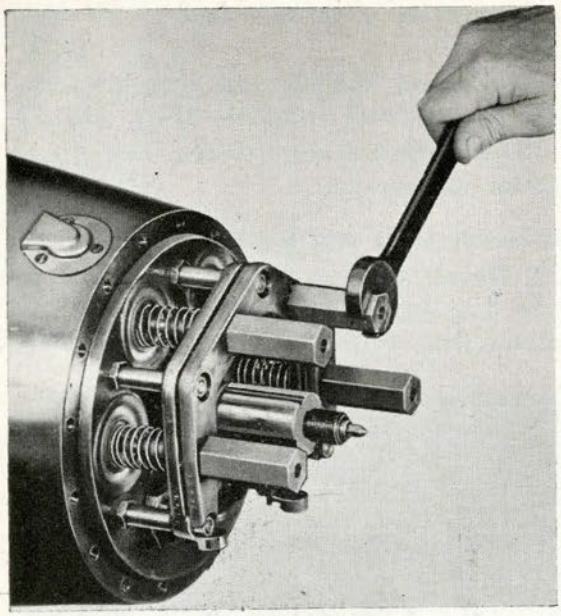

Figure 315
2. Remove propeller-shaft guide tool; force grease (G) through after propeller shaft until it appears around bushings between shafts, and replace grease packing screw and washer. **(481, 481A, 184)**
3. Remove cotter pins, nuts from exhaust-valve bracket studs; install exhaust valve gag (SG 5079) and secure with nuts. Tighten long nuts on gag until plungers hold exhaust valves on their seats with enough pressure to prevent valves from unseating during pressure test (Fig. 315). **(72, 408, 144)**